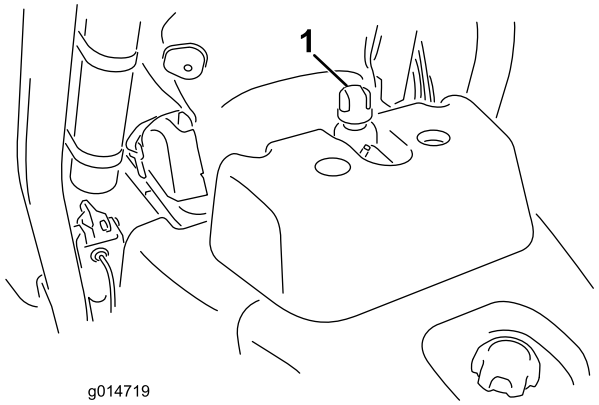

Figur 32
2. Fjern hætten fra beholderen (Figur 32).